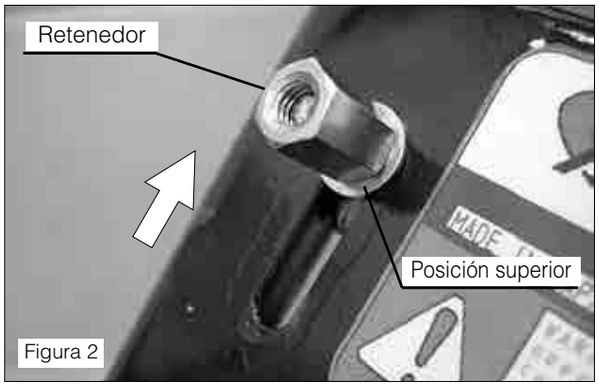

Figura 2
(2) Con el objeto de efectuar la estrangulación total, suelte el retenedor y remuévalo a la posición superior (véase la Figura 2).